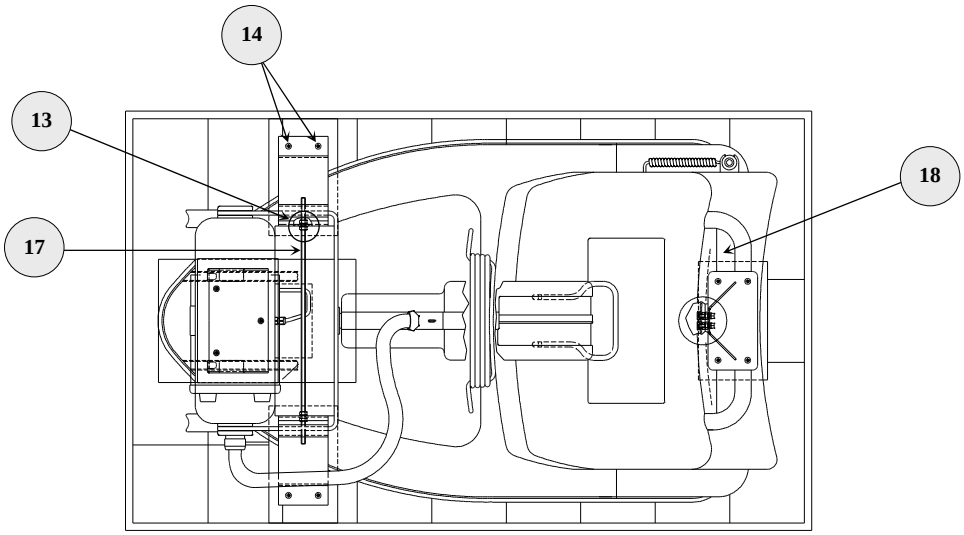

FIGURE 2 - VIEW FROM ABOVE
6. free the X-ray Tube Head fixing brackets (**12**) from the tie-rod (**17**) - SEE **FIGURE 2** - working on nuts (**13**)